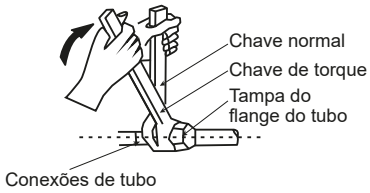

Figura 8
- Use duas chaves quando instalar ou desmontar a tubulação, uma chave comum e uma chave de torque. Consulte a Figura 8.